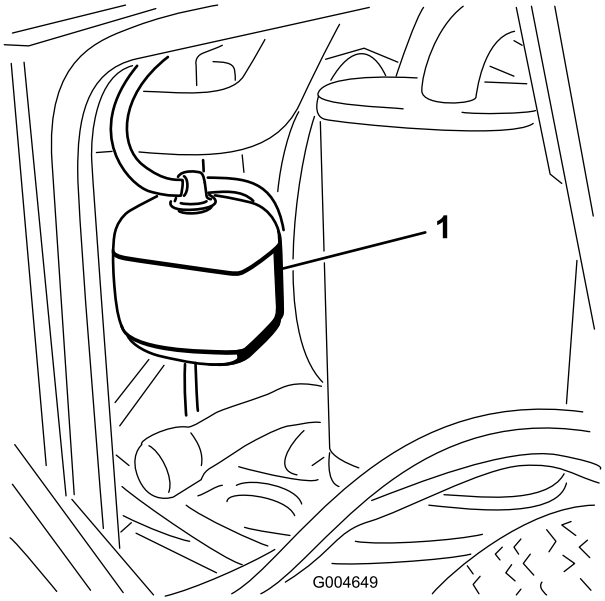

Figur 49
1. Kontroller kølevæskestanden i ekspansionsbeholderen (Figur 49). Væskestanden skal ligge mellem mærkerne på siden af beholderen.